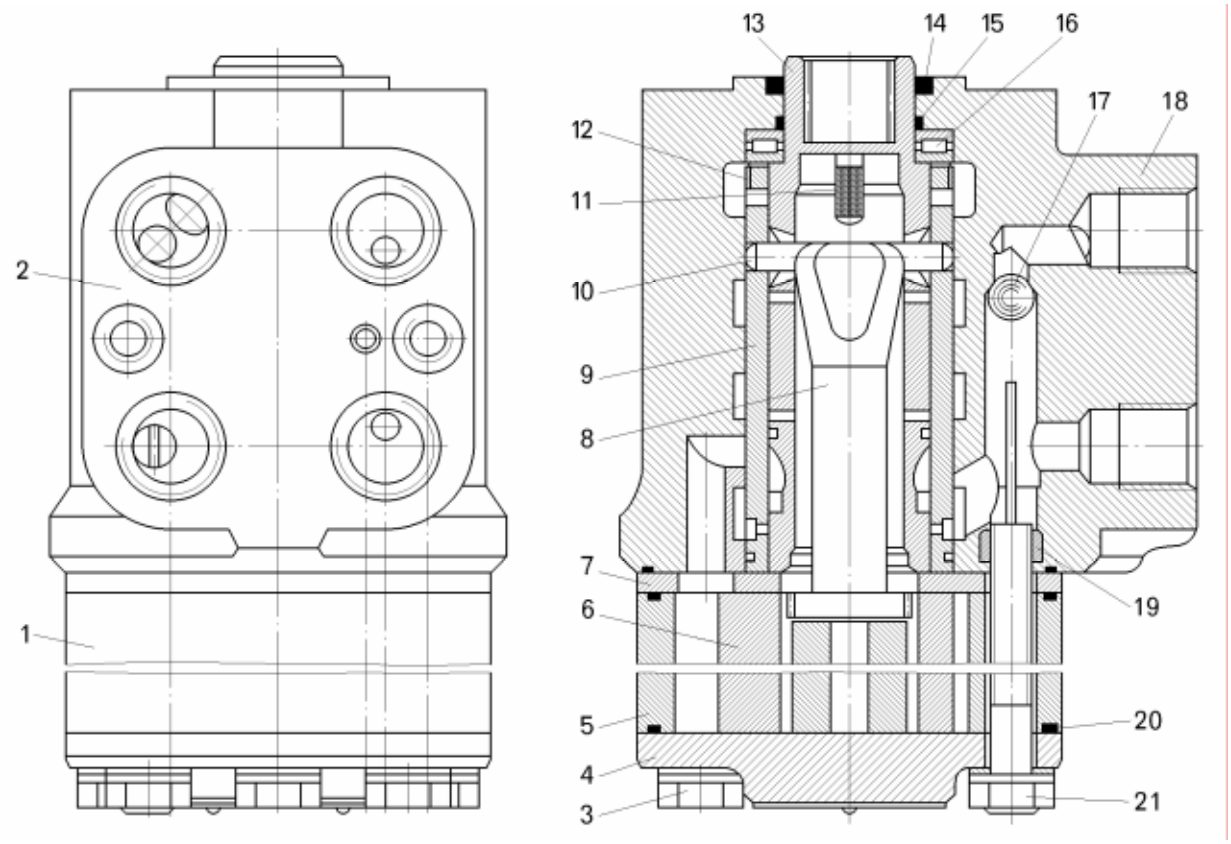

Рисунок 9.6 – Гидравлический рулевой механизм:
– отвернуть болты 3 и специальный болт 21 с накатанной головкой (рисунок 9.6);